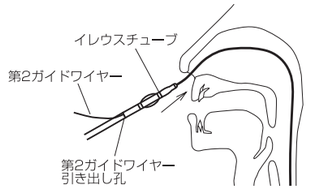

図5
12. イレウスチューブ（予め第１ガイドワイヤーがチューブ内に挿入されているチューブ）の先端開口部に第２ガイドワイヤーの後端部を挿入し、チューブの第２ガイドワイヤー引き出し孔（マーキングのある孔）より引き出す（**図5**）。